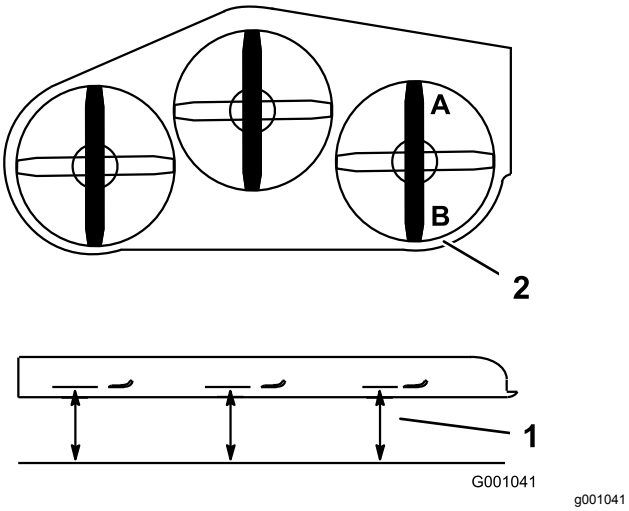

Figur 85
1. Ställ in den **högra** knivens främre-bakre lutning (Figur 85).
2. Mät den högra kniven vid punkt **A**, från en plan yta till knivens egg (Figur 85).
4. Mät den högra kniven vid punkt **B**, från en plan yta till knivens egg (Figur 85).
6. Gräsklipparkniven ska vara 6–10 mm lägre vid punkt **A** än punkt **B** (Figur 85). Fortsätt till nästa steg om detta inte är korrekt.